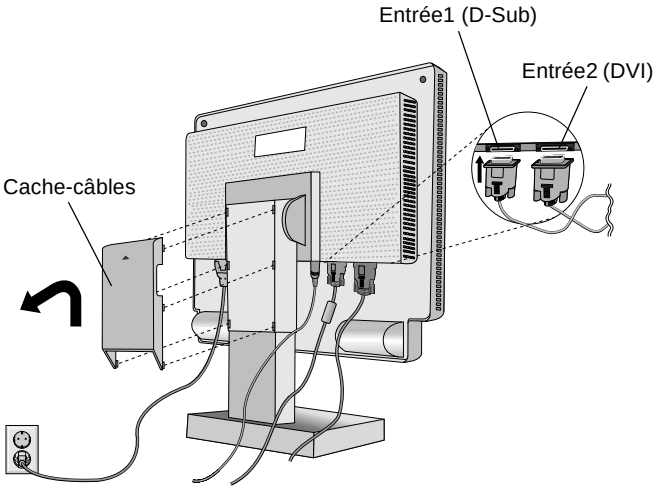

Figure D.1
4. Retirez le cache-câbles. Branchez le mini-connecteur D-SUB à 15 broches du câble vidéo et le câble de signal DVI (non inclus) au connecteur approprié à l'arrière du moniteur (**Figure D.1**).